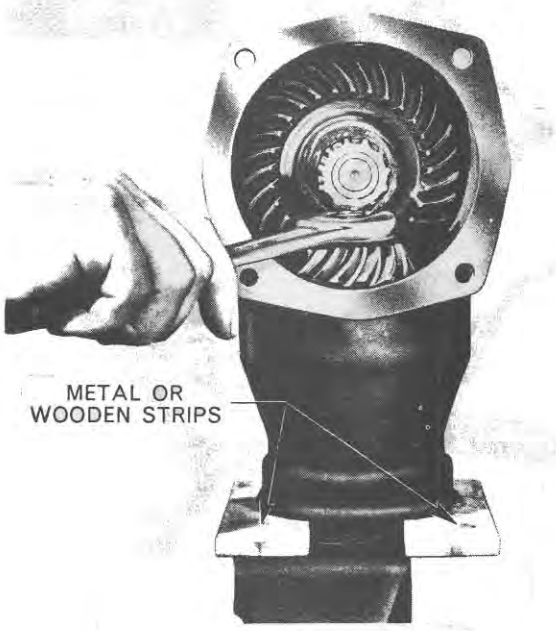

Figure 4
4. Install the output shaft into the housing assembly and position two strips of metal or wood of equal thickness (approximately 0·375 in. [35 mm.]) between the pulley mounting flange and the output shaft oil seal. Install the inner cone and roller assembly, flat washer, and the retaining nut, Figure 4.